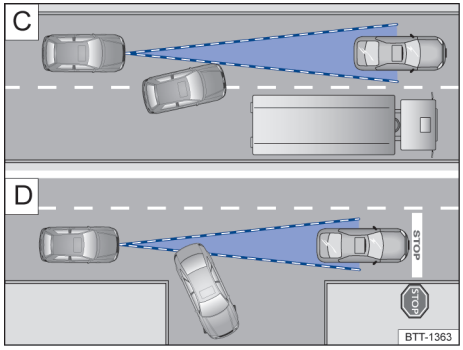

图 92 C 正在变换车道的车辆；D 正在转弯和静止的车辆
如一辆 ACC 探测到的车辆拐弯或驶出原车道时且在该车辆前方有一辆静止车辆，则 ACC 不会对这辆静止车辆作出反应 →图 92 D。
– 从本车前方邻近车道切换到本车道的车辆 →图 92 C。